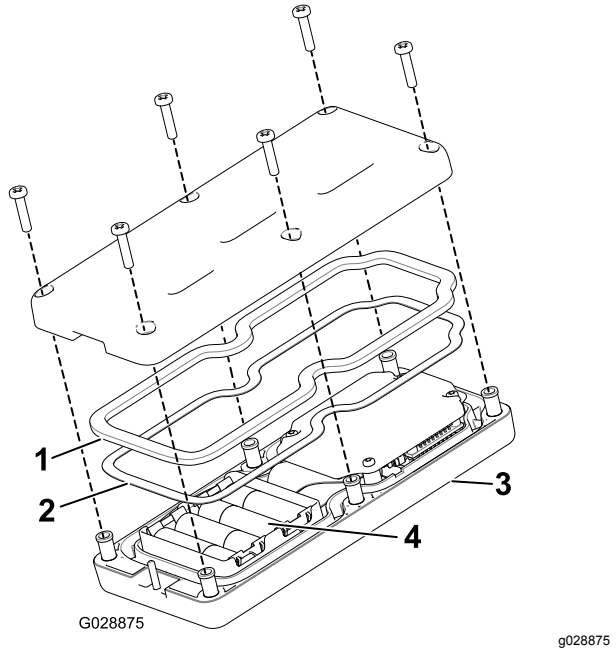

Figur 18
2. Sæt batterierne i batterirummet, og sørg for at forbinde med de rigtige poler. (Hvis batterierne ikke installeres korrekt, vil det ikke beskadige enheden, men den vil ikke virke.) I batterirummet findes der mærkater, der viser batteriernes poler (Figur 18).
3. Sørg for, at stålpakningen og gummipakningen er placeret i kanalen i fjernbetjeningen, og sæt bagdækslet på plads (Figur 18).
4. Fastgør dækslet med seks skruer (Figur 18), og tilspænd dem til et moment på 1,5 til 1,7 N·m.